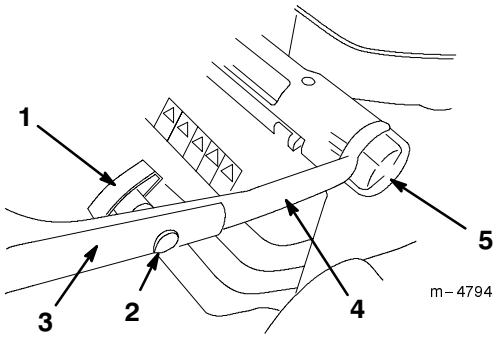

Figura 2
1. Allentate i pomelli di regolazione dell'altezza della stegola e ruotate la stegola inferiore verso il retro del tosaerba inserendola in una delle tacche di impostazione dell'altezza come illustrato in Figura 2 a pagina 9. Per impostare l'altezza della stegola, fate riferimento a *Regolazione dell'altezza della stegola* a pagina 9.
3. Installate la sezione della stegola superiore su quella inferiore con i bulloni a testa ovale ed i pomelli come illustrato in Figura 2. **Serrate saldamente i pomelli della stegola.**